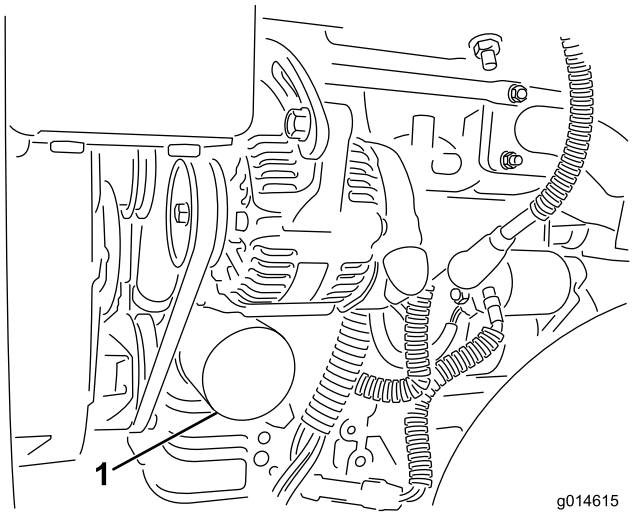

Figur 48
2. Ta av oljefilteret (Figur 48). Stryk et tynt lag med ren olje på den nye filterpakningen.